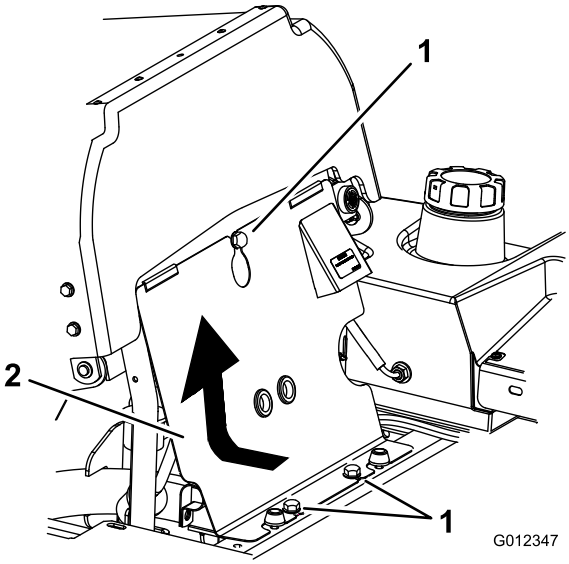

Figur 72
3. Vip sædet frem, løsn boltene, og fjern motorens frontpanel (Figur 72).